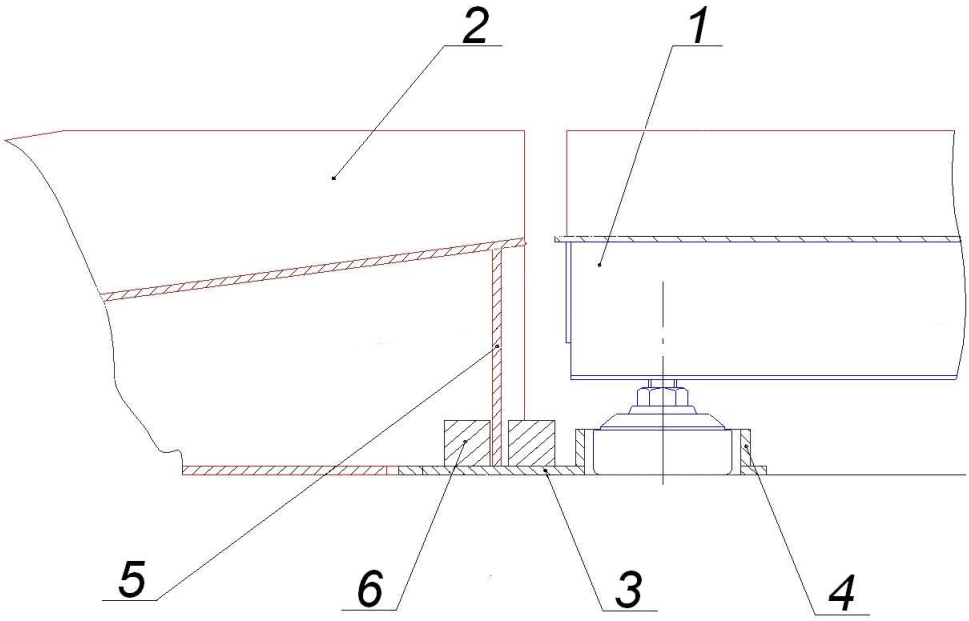

Рис. 2 Схема соединения платформы и пандусов ВСП4-Б
2.2.2. Ввернуть опоры в резьбовые отверстия датчиков платформы таким образом, чтобы высота платформы была равна высоте пандусов. Расположить опоры платформы *1* (рисунок 2) в гнездах *4* ограничителей *3*, а ребра *5* пандусов поместить в зазоры между упорами *6* ограничителей *3*.